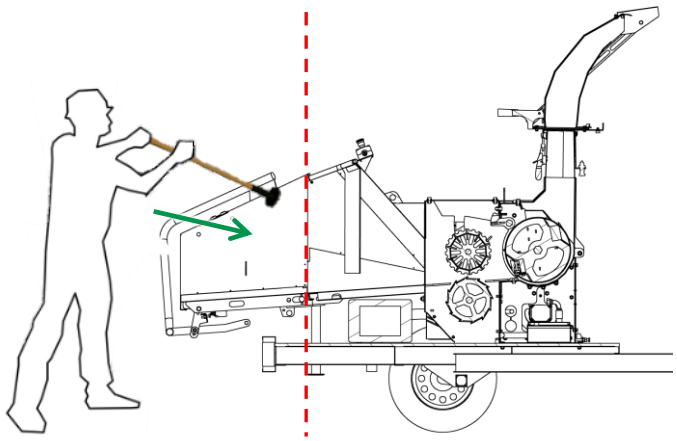

Fig. 8-1 – Exemple d'utilisation de l'accessoire pousse-tronc et limite d'utilisation
- Si le matériau à traiter est court ou a du mal à avancer, poussez-le vers les rouleaux d'alimentation à l'aide de l'accessoire poussoir de tronc (Fig. 8-1);